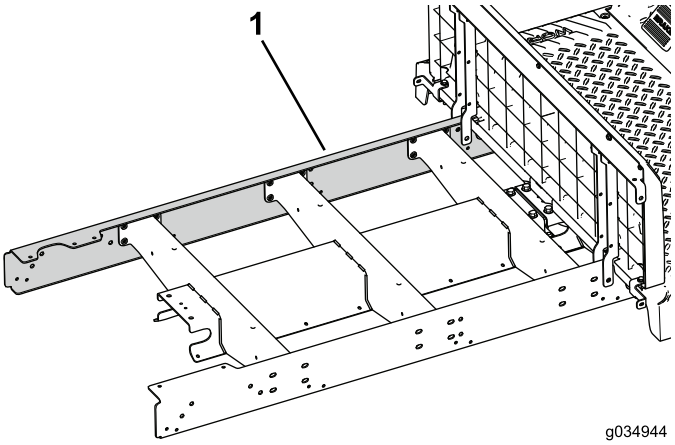

Figur 73
5. Monter forlængerskinnen løst på maskinens venstre side (Figur 73).